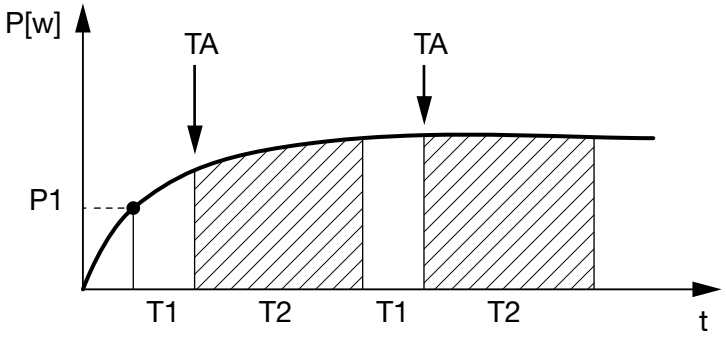
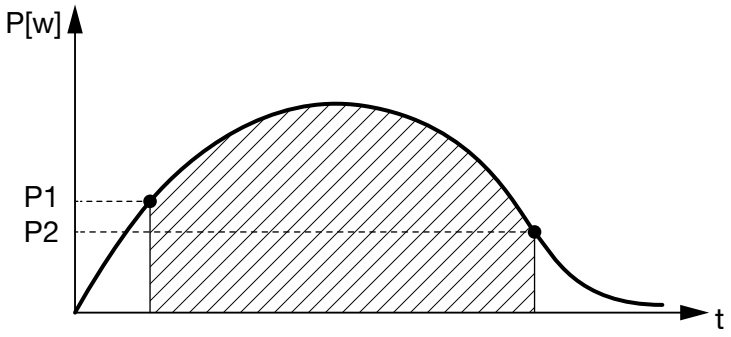

Abb. 62: Kurve Eigenverbrauch (Funktion 1)
Abb. 63: Kurve Eigenverbrauch (Funktion 2)
7. Funktion 1 **Abb. 62** oder 2 **Abb. 63** auswählen.